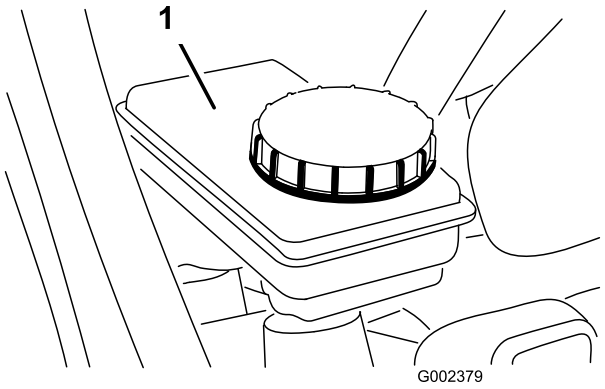

Figuur 24
2. Controleer of het vloeistofpeil tot aan de Vol-markering op het reservoir reikt (Figuur 24).
3. Als het vloeistofpeil te laag is, moet u de omgeving van de dop reinigen, de dop verwijderen en het reservoir vullen met de voorgeschreven remvloeistof tot het correcte niveau bereikt is (Figuur 24).